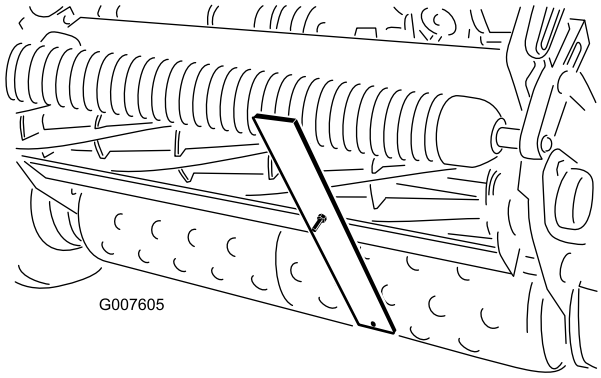

Rysunek 49
4. Zahacz łeb śruby o krawędź tnącą noża dolnego i oprzyj tylny koniec drążka na rolce tylnej (Rysunek 49).